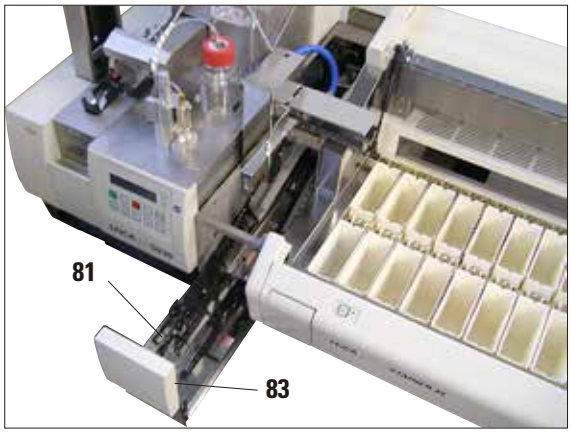

図 47
- **搬送ステーションのアンローディングシュート（図 47、81）は、「TS FULL」のメッセージが表示された後に空にしてください。遅くとも、3 つ目のスライドラックの後で信号音が発生し、「PAUSED」および「TS FULL」のメッセージが表示された後に空にしてください。**